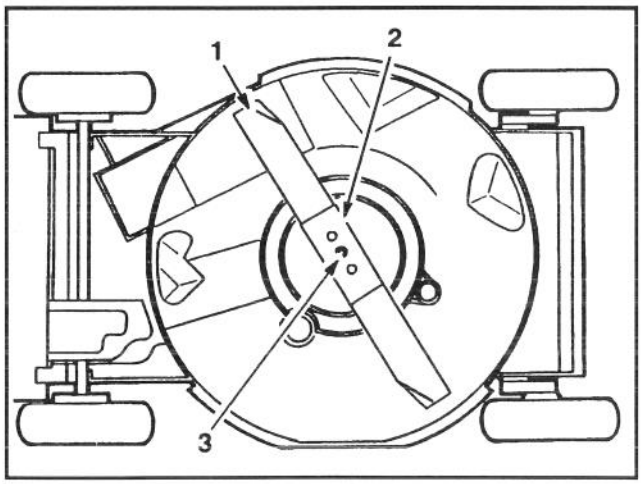

Abb. 22
3. Den Mäher auf die linke Seite kippen (Abb. 22). Das Messer nicht drehen, da es sonst Startprobleme geben könnte.
5. ENTFERNEN DES MESSERS – Das Endstück des Mähmessers mit einem Lappen oder einem dicken Handschuh anfassen. Entfernen Sie Messerbolzen, Fächerscheibe, Messerverstärker und Messer (Abb. 22).